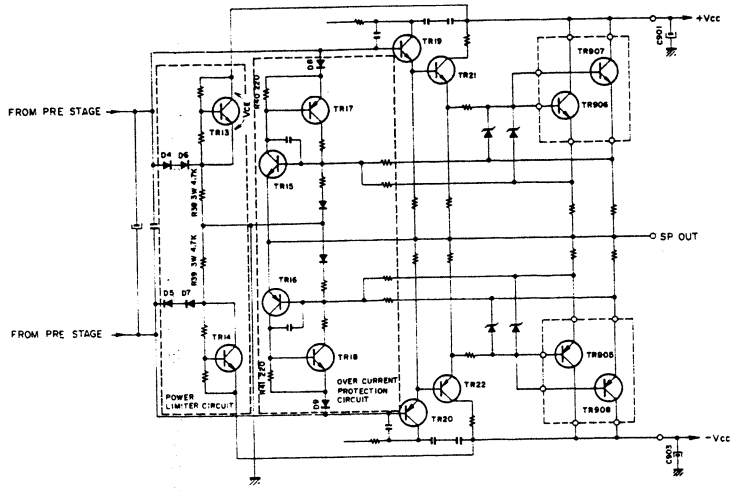

Fig. 13
4) Over Current Protection Circuit (Refer to Fig. 13)
When the speaker terminal of the power amplifier is shortcircuited or when the load impedance equivalently becomes too low due to too many speaker connections, the output stage transistor breaks down because of excessive power consumption by the transistors or of excess current. The circuit shown in Fig. 13 composed of TR15 and 17 and TR16 and 18 prevents this damage. TR15 and 17 circuit operates for excessive + signal current and TR16 and 18 operate for excessive – signal.
5) Power Limiter Circuit (Refer to Fig. 13)